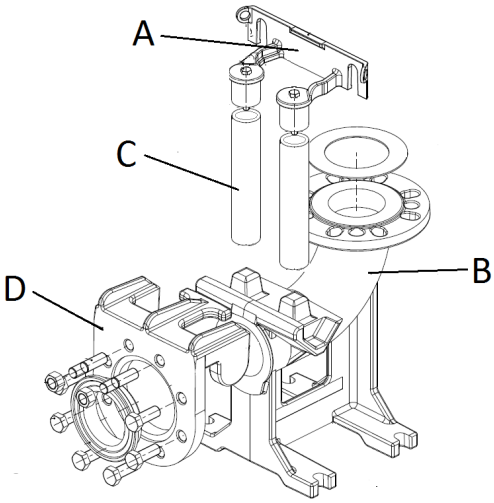

Abb. 5
- Den Verankerungs-Bügel der Rohrführungen (Abb. 5 - Pos. A) am Rand des Beckens befestigen.
- Den Stützfuss zur automatischen Koppelung (Abb. 5 - Pos. B) am Boden des Abflußschachtes positionieren und mittels dem Senkblei überprüfen, dass die konischen Vorsprünge zum Einstecken der Rohrführungen mit den entsprechenden Vorsprüngen des Verankerungs-Bügels des Beckenrandes perfekt rechtwinklig sind Es ist auch die Ebenheit mittels einer Wasserwaage zu überprüfen.
- Die Position der Ösen am Stützfuss markieren und dann die exakte Länge der Führungsrohre messen (Abb. 5 - Pos. C).
- Den speziellen Gleitflansch (Abb. 5 - pos. D) auf die Auslassöffnung der Pumpe montieren und das Seil oder die Kette an die Griffe oder Schlitze am oberen Teil des Gehäuses anhaken.